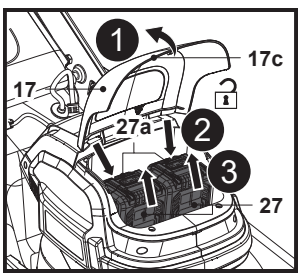

Fig. 8
1. Levante a tampa magnética (17c) e abra a tampa do compartimento da bateria (17) (Fig. 8, passo 1).
2. Prima o botão de desbloqueio (27a) para desbloquear o trinco da bateria (27) (Fig. 8, passo 2).
3. Deslize a bateria (27) para fora do compartimento (Fig. 8, passo 3).
4. Repita os passos acima para remover a outra bateria (27).
5. Feche cuidadosamente a tampa do compartimento da bateria (17).